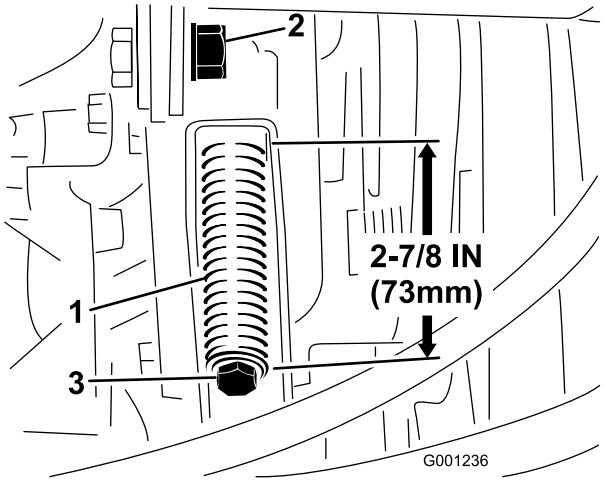

**Figur 64**
3. Løsn spændstangens kontramøtrik (Figur 64).
4. Brug en 1/2"-nøgle til at stramme eller løsne tilspændingsfjederen (Figur 64). Juster fjederlængden til 73 mm.
4. Brug en 1/2"-nøgle til at løsne tilspændingsfjederen (Figur 64) helt.
6. Monter kraftudtagets nye rem, og spænd remskivens fjeder til 73 mm (Figur 64).
7. Spænd kontramøtrikken (Figur 64), og luk motorhjelmen.